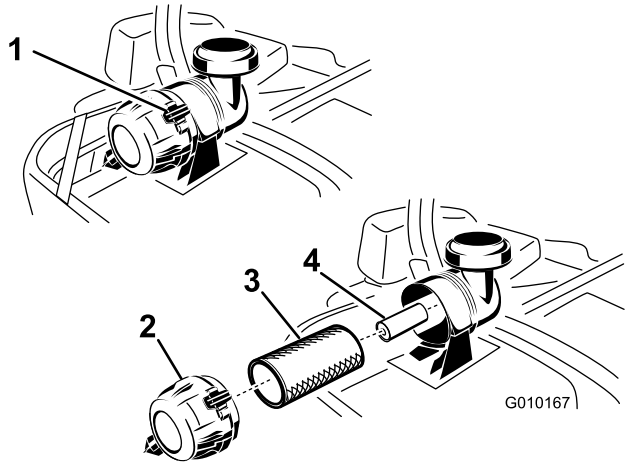

Figuur 42
3. Druk omlaag om de bevestigingsklemmen van het luchtfilter te openen en trek het luchtfilterdeksel van de behuizing van het luchtfilter (Figuur 42).
5. Schuif het filter voorzichtig uit de luchtfilterbehuizing (Figuur 42). Zorg ervoor dat u niet met het filter tegen de zijkant van de luchtfilterbehuizing stoot.
1. U mag het papierfilter niet reinigen; vervang het(Figuur 42).
2. Als u het hoofdfilter vervangt, schuif het dan voorzichtig in de filterbehuizing (Figuur 42).
3. Schuif het voorfilter voorzichtig over het hoofdfilter (Figuur 42). Zorg ervoor dat het filter volledig vastzit door de buitenring van het filter tijdens de montage aan te drukken.
4. Plaats het luchtfilterdeksel met het ontluchtingsventiel omlaag en draai het zo dat de bevestigingsklemmen het deksel op de juiste plaats vergrendelen (Figuur 42).